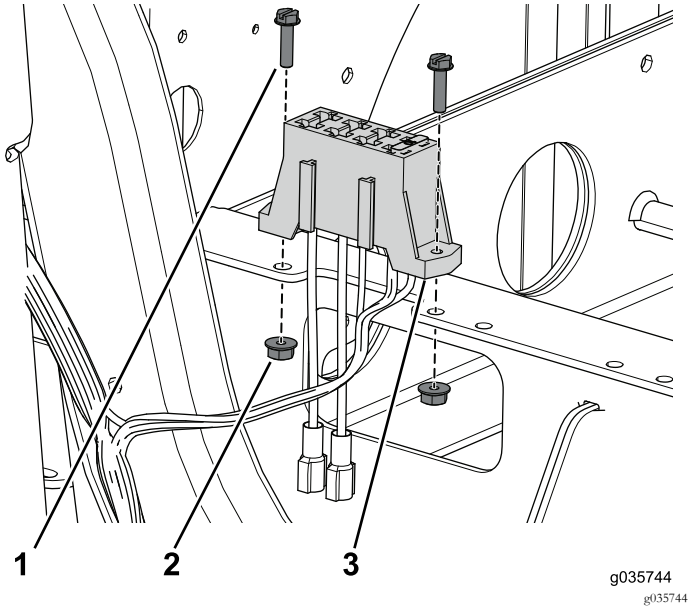

Figura 83
3. Utilice los 2 tornillos y tuercas que sujetan el bloque de fusibles a la bandeja de baterías delantera (Figura 83).